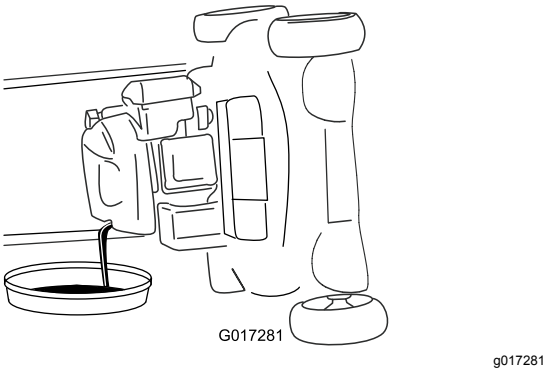

Rysunek 34
4. Przechyl maszynę na bok (tak, aby filtr powietrza był skierowany w górę), aby spuścić zużyty olej przez szyjkę wlewu oleju (Rysunek 34).